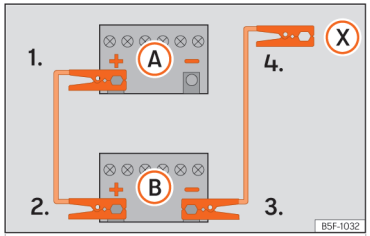

Abb. 160 Anschlussplan für Fahrzeuge ohne Start-Stopp-System.
2. Klemmen Sie ein Ende des *roten* Starthilfekabels an den Pluspol (+) des Fahrzeugs mit der entladenen Fahrzeugbatterie (A).
3. Klemmen Sie das andere Ende des *roten* Starthilfekabels an den Pluspol (+) des stromgebenden Fahrzeugs (B).
4. *Fahrzeuge ohne Start-Stopp-System:* Klemmen Sie ein Ende des schwarzen Starthilfekabels an den Minuspol (–) des stromgebenden Fahrzeugs (B) ››› **(Abb. 160)**.